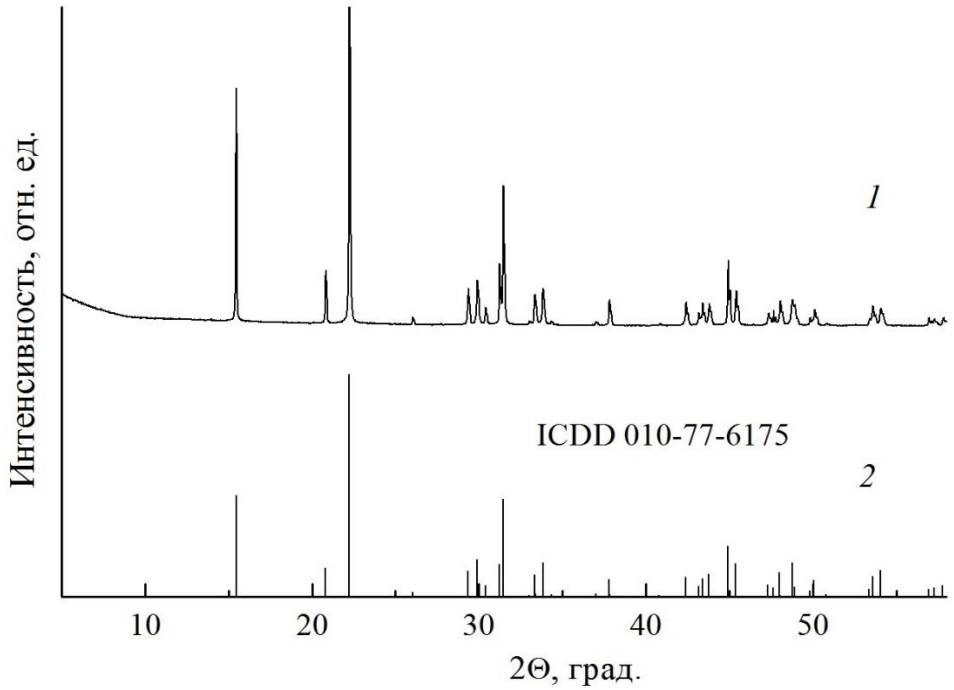

Рисунок 1 – Пример данных РФА для интерпретации и оформления задания
1) По представленным данным РФА проведите идентификацию прекурсора. Результат представьте в виде рисунка сравнения дифрактограммы прекурсора со штрих-спектром, смоделированным с использованием cif-файла соединения. Укажите номер карточки (ICDD). (Данные РФА предлагаются в виде x, y-файла, см. рис. 1).
4) По представленным данным РФА проведите идентификацию продукта окислительного термолиза. Результат представьте в виде рисунка сравнения дифрактограммы прекурсора со штрих-спектром, смоделированным с использованием cif-файла соединения. Укажите номер карточки (ICDD). (Данные РФА предлагаются в виде x, y-файла, см. рис. 1).